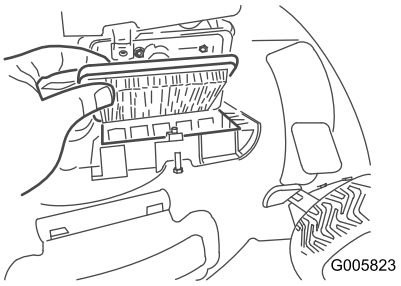

Figure 25
2. Remplacez le filtre à air (Figure 25).